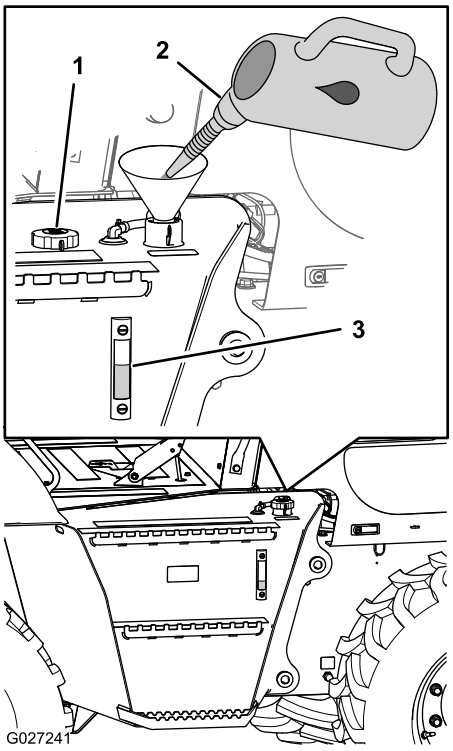

Bild 27
3. Prüfen Sie den Hydraulikölstand am Schauglas an der Seite des Hydraulikbehälters (Bild 27).
4. Wenn der Hydraulikölstand im Schauglas nicht sichtbar ist, nehmen Sie den Fülldeckel (Bild 27) ab, füllen Sie